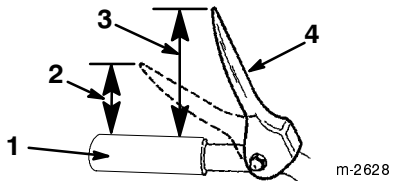

Figur 10
5. Mät avståndet mellan överdelen på handtaget och underdelen av matarskruv/impellerreglaget. Avståndet ska vara cirka 10 cm (figur 10).
Obs: Kraften som behövs ökar märkbart när spelet i remmen tagits upp, (efter ungefär halva rörelsen). Inställningen är rätt när motståndet **börjar** öka när avståndet mellan handtaget och nederdelen av reglaget är fem cm (figur 10).